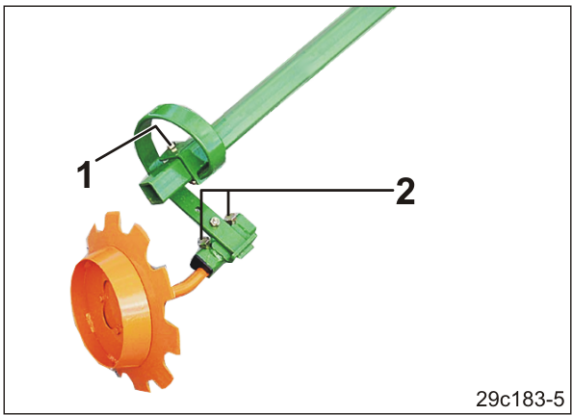

Fig. 166
4. Løsn kileboltene (Fig. 166/1).
6. Spænd kileboltene (Fig. 166/1).
7. Løsn de to bolte (Fig. 166/2).
9. Spænd boltene (Fig. 166/2).